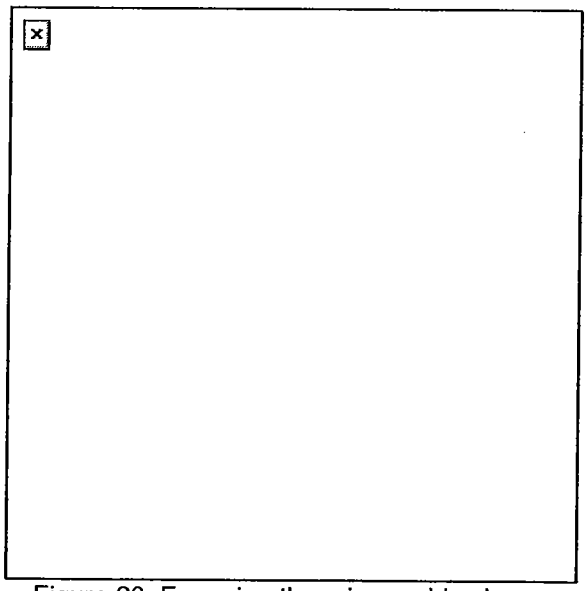

Figure 23. Engaging the primary drive lever.
(1) Slide the vertical cam assembly through the rear of the receiver. The raised portion should slide over the top of the receiver. The drive lever lock should be underneath.
(2) Engage the forked end in the notch.
i. Engage the primary lever (Figure 23).